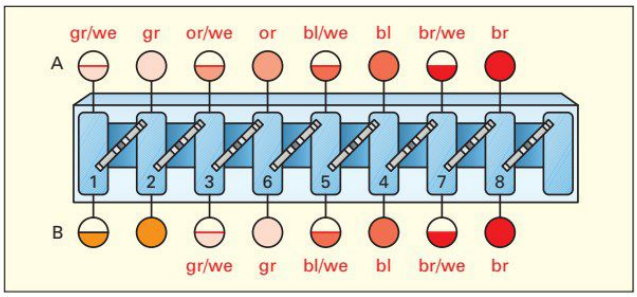
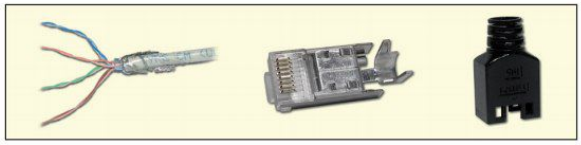
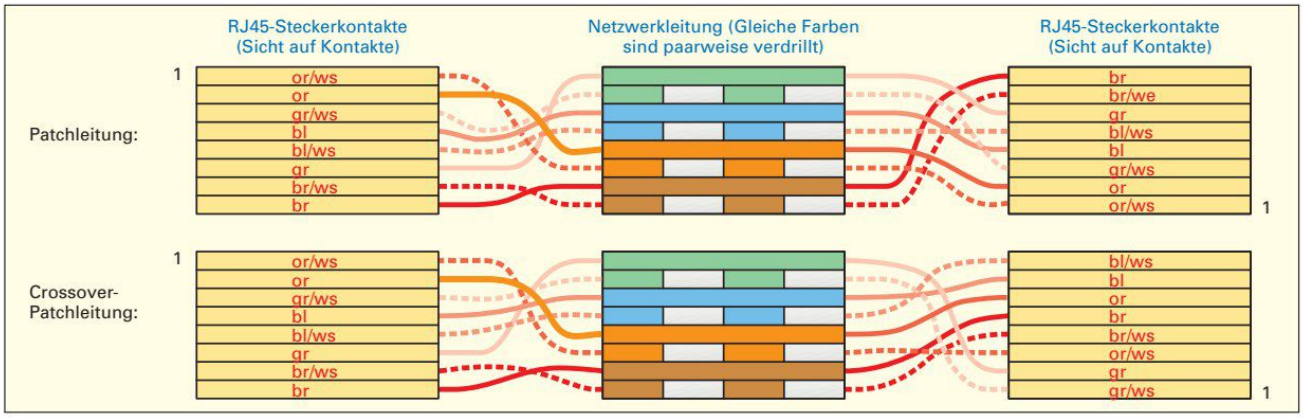

Bild 1: Farbkennzeichnungen nach EIA/TIA 568
Bild 3: Netzwerkleitung und RJ45-Stecker
Bild 4: Anschlussbelegung bei einem RJ45-Stecker an einer Netzwerkleitung
5. Beim Auflegen der Leitungen **(Bild 2)** können die Leitungsfarben nach zwei unterschiedlichen Spezifikationen (EIA/TIA 568 A und B) angeschlossen werden. Ergänzen Sie in den Ringen **(Bild 1)** jeweils die richtigen Leitungs-Farben.
6. Ergänzen Sie die fehlenden Verbindungen **(Bild 4)** der Twisted-Pair (verdrillten) Leitung zum RJ45-Stecker **(Bild 3)** nach EIA/TIA 568B. Beachten Sie dazu **Bild 1**.